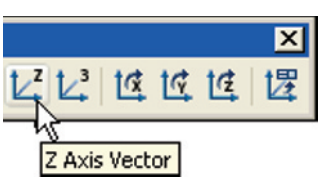

Fig. 17.16 The **Z Axis Vector UCS** icon in the **UCS** toolbar
2. *Click* the **Z Axis Vector UCS** tool icon in the **UCS** toolbar (Fig. 17.16).